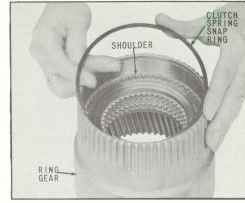

Fig. 32 Installing Clutch Spring Snap Ring
23. Install clutch spring snap ring (Fig. 32). This snap ring seats on the internal splines, and does not assemble into a snapring groove.